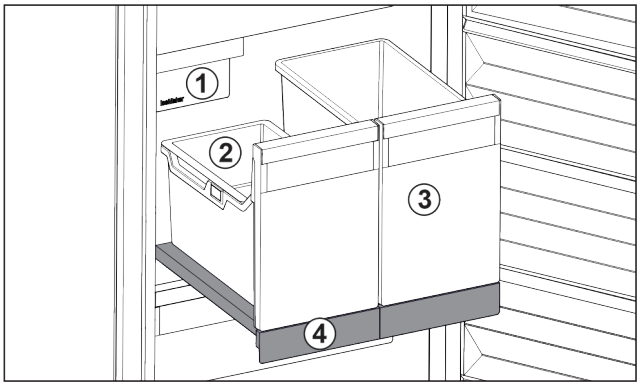

Fig. 98 Auszugsbord mit IceTower
(1) IceMaker
(2) Einhängeschale für Eiswürfel
(3) Behälter für z. B. Pizza, alkoholische Getränke
(4) Auszugsbord
Auf dem Auszugsbord sind zwei hohe Behälter (IceTower). Im Behälter *Fig. 98 (2)* werden Eiswürfel aus dem IceMaker gesammelt und gelagert. Behälter *Fig. 98 (3)* eignet sich für die Lagerung von hohen Lebensmitteln wie Pizzen oder alkoholischen Getränken.